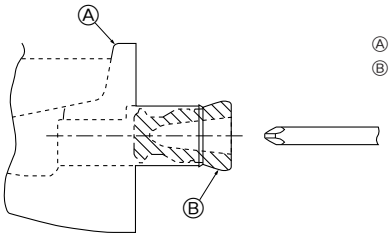

Fig. 5-1
5.1. Vorbereitung der Rohrleitungsinstallation links (Fig. 5-1)